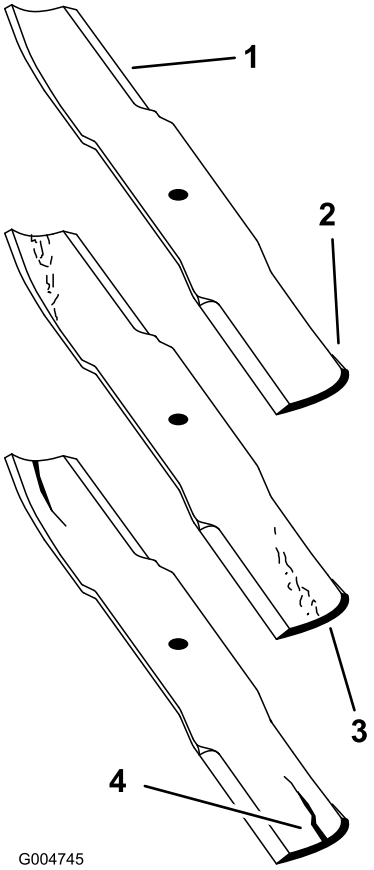

**Figuur 71**
1. Controleer de snijranden (Figuur 71). Als de snijranden niet scherp zijn of inkepingen vertonen, moet u de messen verwijderen en deze slijpen. Zie Maaimessen slijpen.
2. Controleer de messen, met name het gebogen deel (Figuur 71). Als u beschadiging, slijtage of groefvorming in dit deel constateert (Figuur 71), moet u het mes direct vervangen.